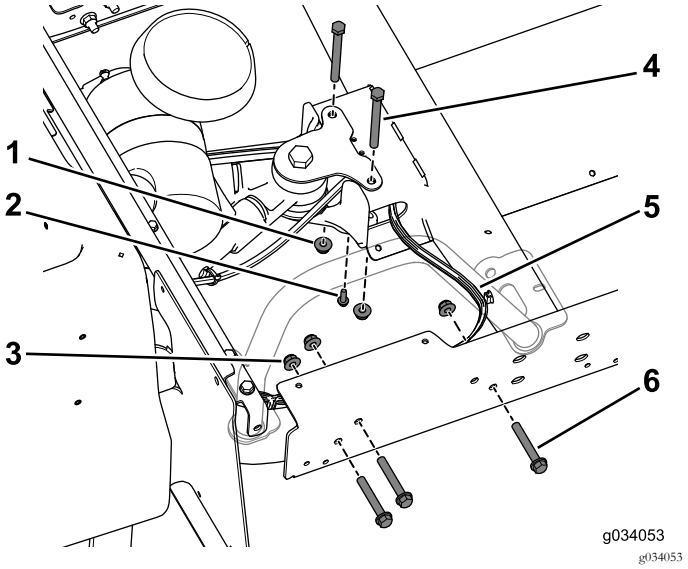

Figura 28
8. Utilizzate i 3 bulloni (3/8" x 2½") e i dadi flangiati per montare, senza serrarla, la guida dell'estensione sul telaio posteriore (Figura 28). Effettuate questa operazione su entrambi i lati della macchina.
Nota: Assicuratevi che il cablaggio preassemblato esca dal canale centrale sul lato destro (Figura 28).
9. Utilizzate la vite autofilettante (¼" x ¾") sul raccordo a T della tubazione del freno sul canale centrale (Figura 28).
10. Utilizzate i 2 bulloni (3/8" x 3¾") e i dadi flangiati per montare, senza serrarlo, il canale centrale sul supporto posteriore (Figura 28).